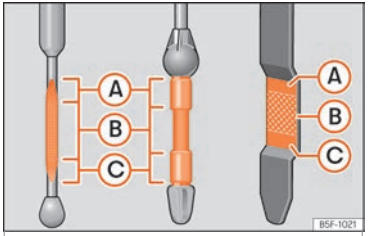

Fig. 304 Varilla de medición del nivel de aceite.
- A continuación, vuelva a extraerla y compruebe el nivel de aceite ››› **fig. 304**. En caso necesario, reponga aceite del motor.
Si el nivel de aceite se encuentra por encima de la zona ››› fig. 304 Ⓐ, no arranque el motor. Puede causar daños en el motor y en el catalizador. Informe a un taller especializado.
El nivel de aceite no deberá estar en ningún caso por encima de la zona ››› fig. 304 Ⓐ. De no ser así, podría aspirarse aceite por el respiradero del cárter del cigüeñal y llegar a la atmósfera a través del sistema de escape.